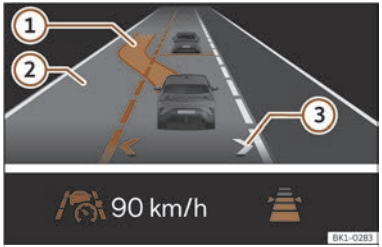

**Fig. 133** On the instrument cluster display: lane change assist display (schematic representation).
This activates lane assist. The arrows of your own lane on the instrument cluster display are grey >>> Fig. 133 ②
If the system detects no objects in the detection field of the sensor system and an assisted lane change to an adjacent lane is possible, the corresponding lane is shown in the instrument cluster display next to the driver's own lane. The arrow on the corresponding side of the lane is displayed in white >>> Fig. 133 ②.